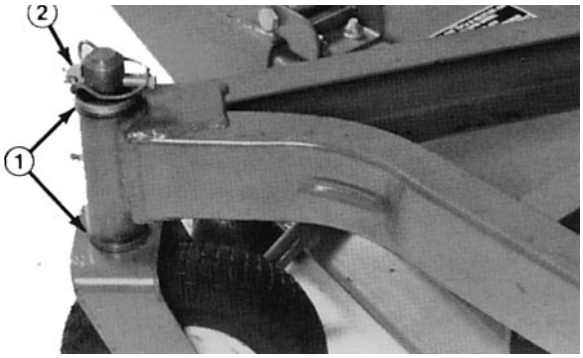

Fig. 20
A. Sulle unità di taglio che di solito vengono utilizzate con altezze di taglio 25 ÷ 50 mm occorre alzare il lato inferiore. Togliere l'acciarino che fissa la ruota orientabile sul lato inferiore (Fig. 20) e togliere il gruppo ruota girevole.
C. Se l'unità di taglio viene utilizzata ad altezze di taglio 5 ÷ 10 cm, abbassare il lato alto. Togliere l'acciarino della ruota orientabile dal lato alto, e togliere il gruppo ruota (Fig. 20).